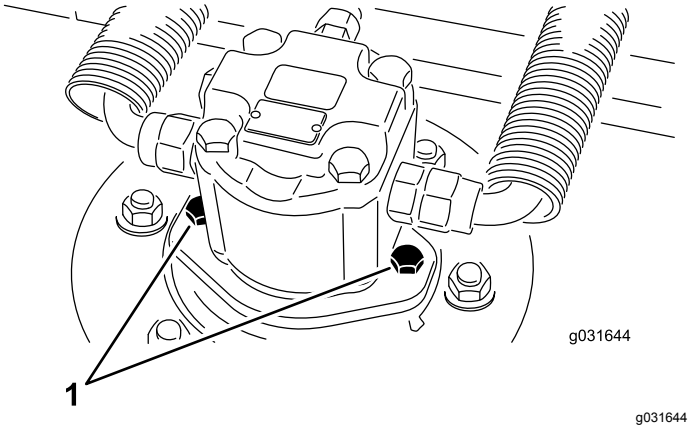

Figur 69
2. Lossa hydraulmotorns fästskruvar, koppla ur hydraulmotorn och demontera den från klippenheten (Figur 69).
4. Montera hydraulmotorn på klippenheten med hjälp av hydraulmotorns fästskruvar (Figur 69).